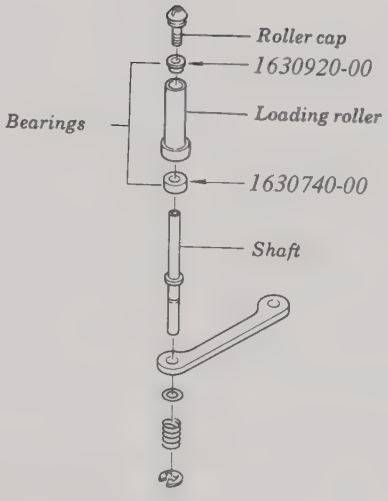

Fig. 5-12
4. While keeping 2 bearing shaft hole and shaft in axis, mount bearings on shaft carefully. (See Fig. 5-12)